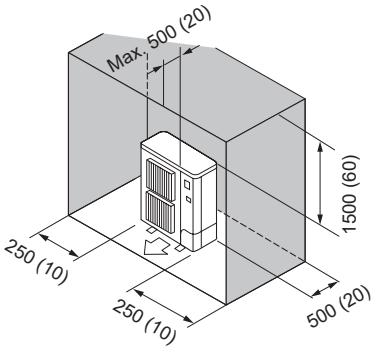

Fig. 2-11
(6) Obstacles uniquement à l'arrière, sur les côtés et au-dessus (Fig. 2-11)